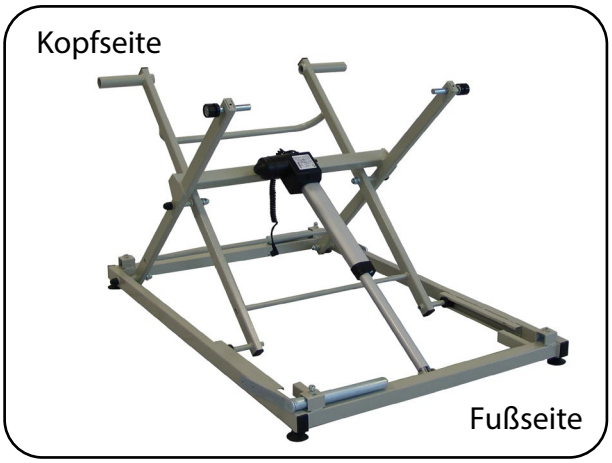

Abb. 6.1.03 - Scherenhub in oberster Position
3. Fahren Sie den Scherenhub in die oberste Position (Abb. 6.1.03). Beachten Sie, dass die Handbedienung zuvor eventuell entsperrt werden muss (siehe Kapitel Bedienung Abschnitt **Sperrfunktion)**.